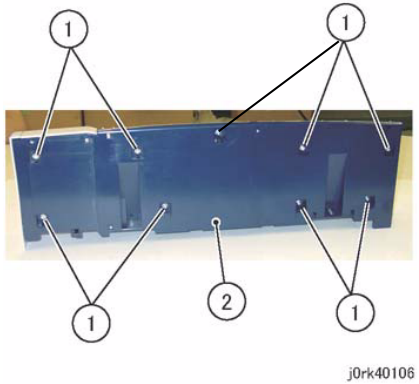

Figure 6 UI Lower Cover Removal
11. Remove the UI Lower Cover. (Figure 6)